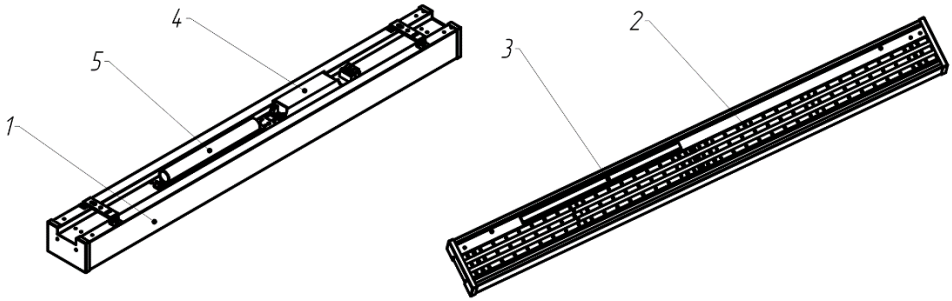

Рисунок 1 — Конструкция автономного аварийного светильника Geniled на примере Trade Linear 1000x100x65.
3.3. Светильник Geniled Trade Linear состоит из основных частей (см. рисунок 1):